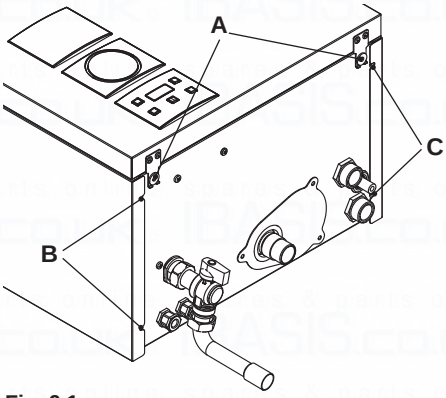
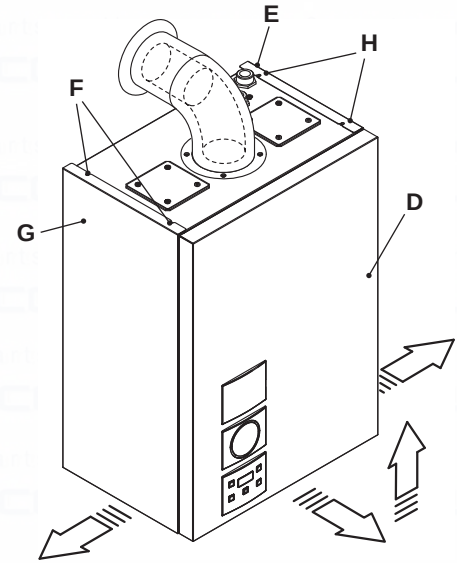

Fig. 9.1
Fig. 9.2
- Unscrew screws Aand remove the front panel Dby pulling it and pushing it towards the top so that it is freed from the top housings (Fig. 9.1 and Fig. 9.2).
Loosen screws " B- F" and " C- H" in Fig. 9.1 and remove the two side panels Eand Gby pulling towards the outside.
- Lock in place the panel Dwith the appropriate screws A(Fig. 9.1.